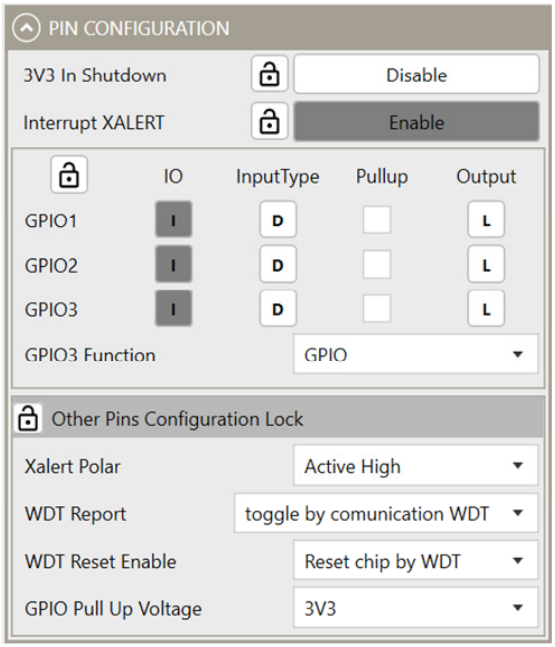

Figure 14: GPIO Pin Configurations
9. Configure the GPIO pins (see Figure 14 on page 11).